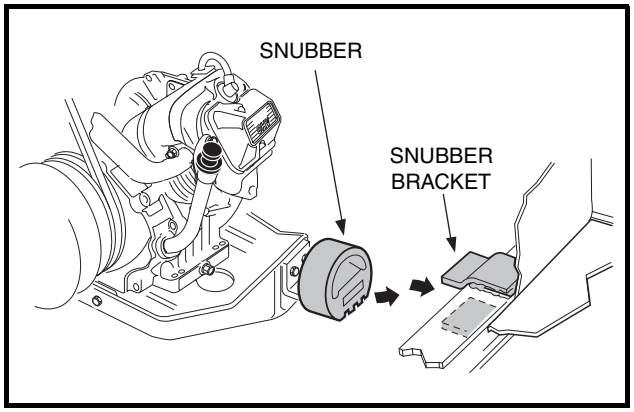

Figure 16-39 Snubber
13. Remove the blocks from under the engine and roll the powertrain into position under the vehicle. Then lift the front of the powertrain and place the snubber into the snubber bracket in the vehicle frame **(Figure 16-39, Page 16-17)**.